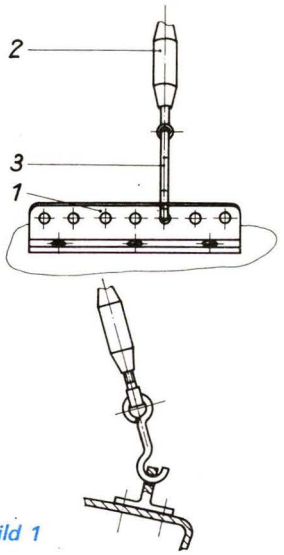
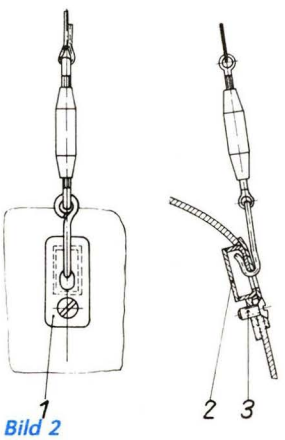

Bild 1
Bild 2
Neben den bereits in mbh 2'85 (Abschnitt Fockbaumgestaltung, Bild 1) dargestellten Möglichkeiten, sollen noch zwei Varianten beschrieben werden.
***Befestigungsschiene für Wanten*** *(Bild 1)*
*Die Schiene (1) ist mit Senkschrauben auf dem Deck verschraubt. Am unteren Ende der Wanten wird ein Spannschloß (2) und daran ein Haken (3) befestigt, der in die Bohrungen der Schiene eingehängt wird. Die Schiene (1) läßt sich leicht aus Alu-Gardinenstangen (I-Profil) herstellen.*
***Eingelassene Öse*** *(Bild 2)*
*Um die offenen, vorstehenden Haken zu vermeiden, wurde an die Platte (1) ein Kasten (2) gelötet und in einen Ausschnitt der Bordwand eingeklebt. Die Schraube (3) dient zur zusätzlichen Absicherung. Der Haken der Wante wird in die Öffnung der Platte (1) eingehängt und ist damit verdeckt.*